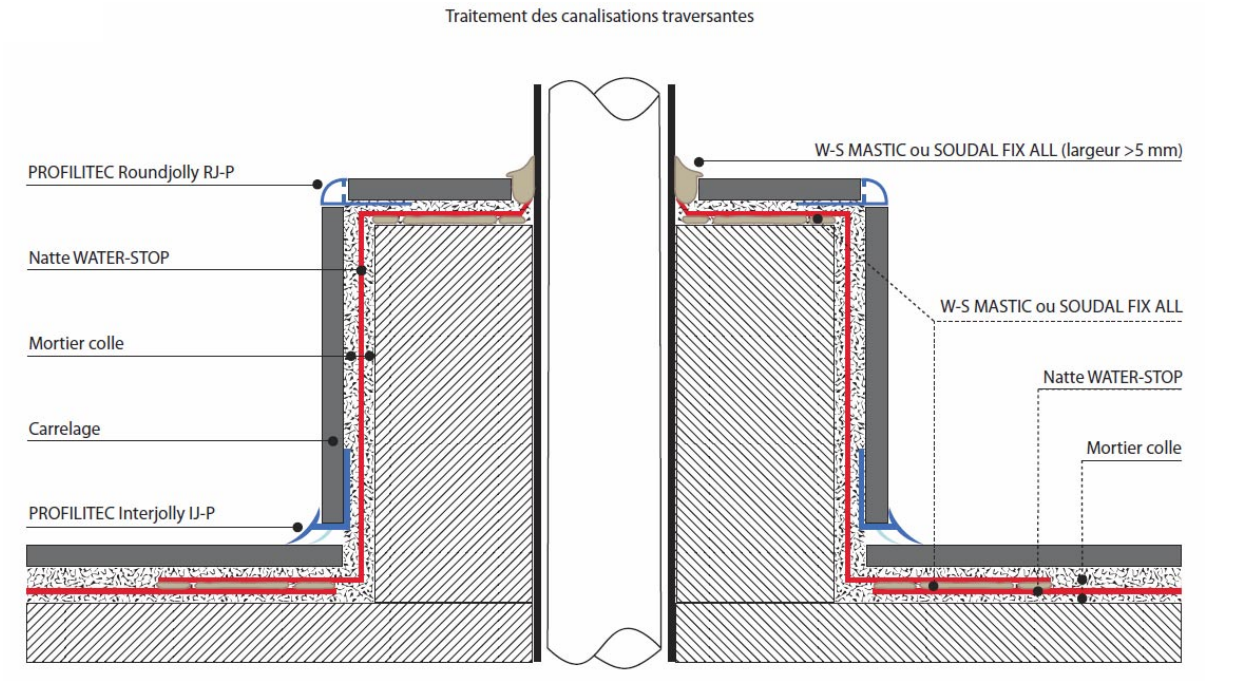

Figure 2 – Traitement d'une canalisation traversant le plancher par le biais d'un socle
4.21 Canalisation traversante (figure 2)